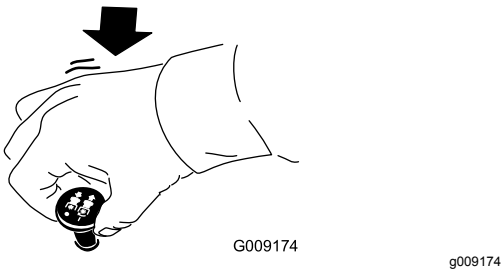

Bild 12
4. Stellen Sie den Schaltbügel (ZWA) auf die AUS-Stellung (Bild 12).